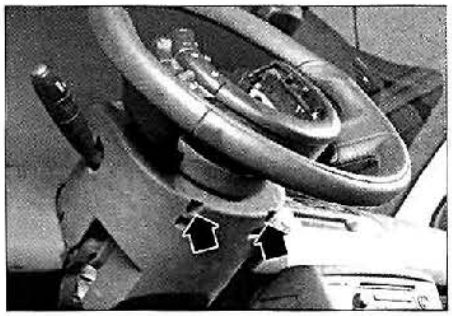

FIG. 32
• Desmontar las semitapas de columna de dirección ensambladas por 2 tornillos. No olvidar desconectar, previamente, el conector eléctrico del indicador en la semicarcasa superior (fig. 32).